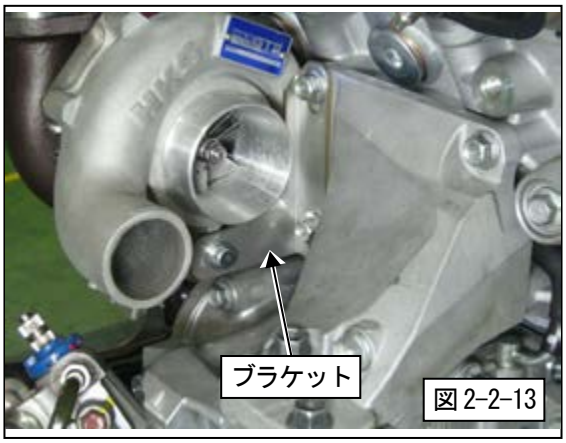

図 2-2-13
(8) ターボチャージャーブラケット(LH・RH)を取付けてください。（図 2-2-13）